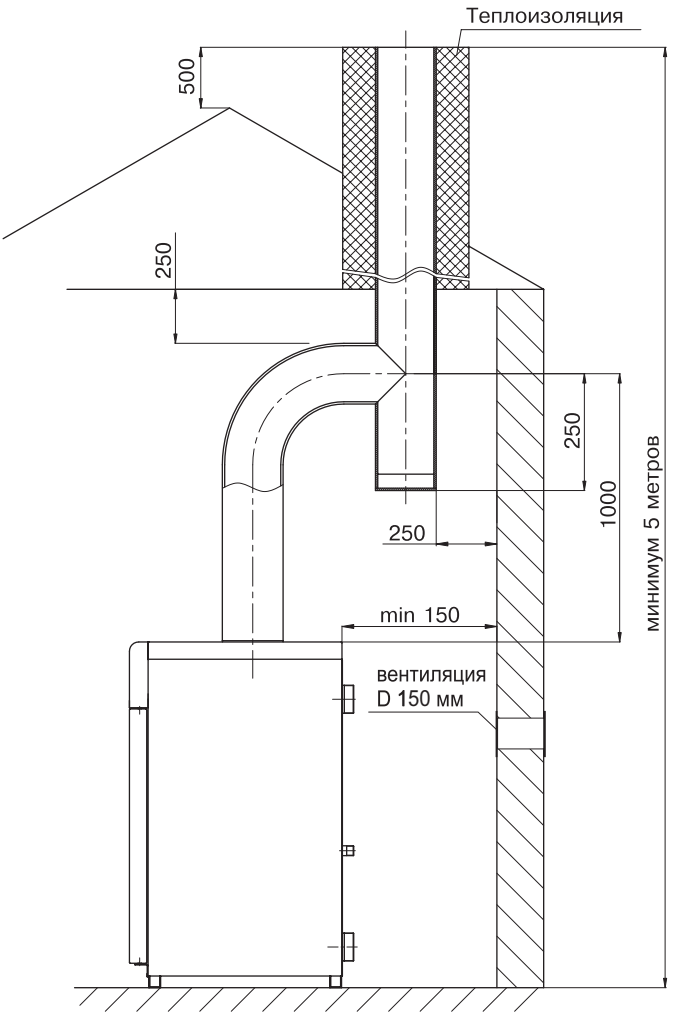

**Рис. 4.**
6.9. Устройство дымохода, к которому подключается аппарат отопительный, должно соответствовать СП42-101-2003 «Общие положения по проектированию и строительству газораспределительных систем» (см. рис. 4).